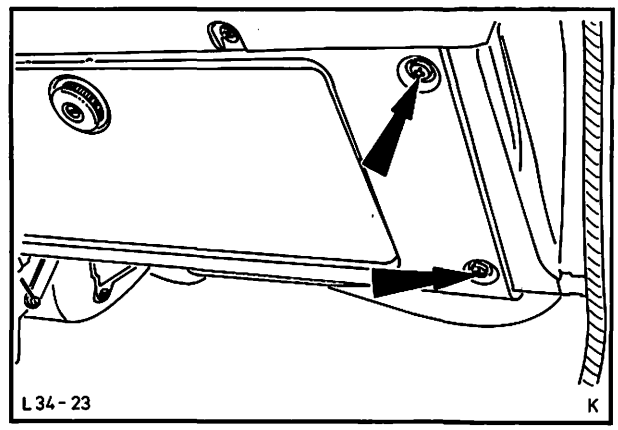

Abb. 25 Abdeckung-Instrumententafel lösen
8. Abdeckung – Instrumententafel unten rechts 2 Schrauben entfernen, Abb. 25.
9. Luftschläuche rechts und links (4) von Stutzen-Heizungsgehäuse abziehen.
10. Luftschläuche mittlerer Belüftungsdüsen (2) komplett ausbauen.